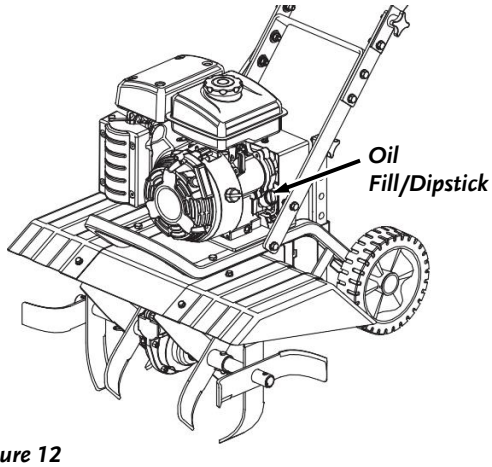

Figure 12
2. Remove the Oil Fill/Dipstick and wipe the Oil off with a clean rag (***Figure 12***).
1. Check the Engine Oil level every time before you use the machine (***Figure 12 and 13*** on page 11).